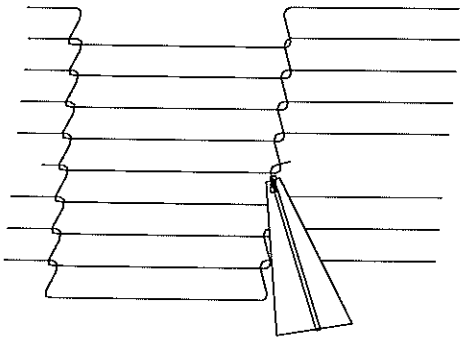

Figure 4-26.
2. Adjust conveyor belt tension screws (located on left end of oven) for the 3″ to 4″ (75mm to 102mm) deflection as shown in Figure 4-26. If there is proper tension, proceed to "J. Attaching Drive Chain". If belt is still too loose, continue to step 3 below.
2. Using long nose pliers, unhook master links at left end of conveyor as shown in Figure 4-26.